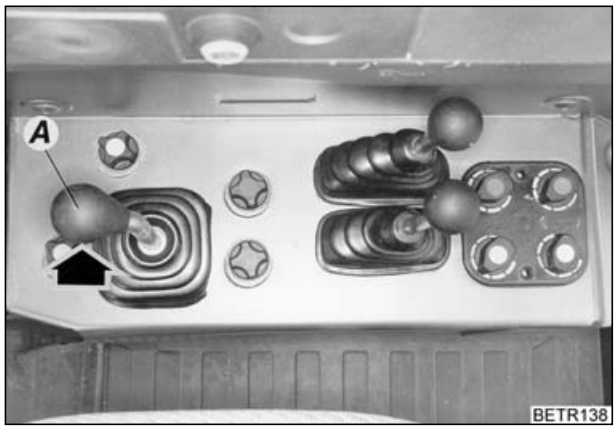

Rys.81
- Dźwignię przełączania krzyżowego (A/ OBSŁUGA Rys. 81) całkowicie w prawo, w pozycję pływającą.